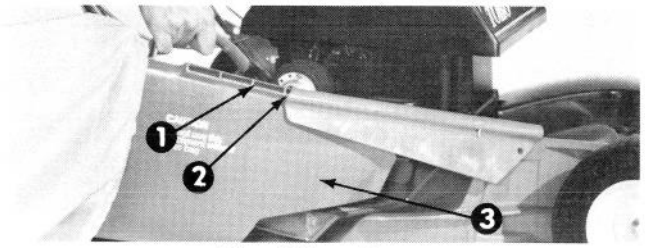

Afbeelding 10
1. Pak de kokerzak bij de handle en voeg de kokergleuven in de groeven van de afleiding. Breng de afleiding met de kokerzak naar boven en schuif de koker geheel naar voren (Afb. 10). Laat de veerkracht van de afleiding de kokerzak naar beneden brengen, zodat de tab in in de sponning van de huizing rust.